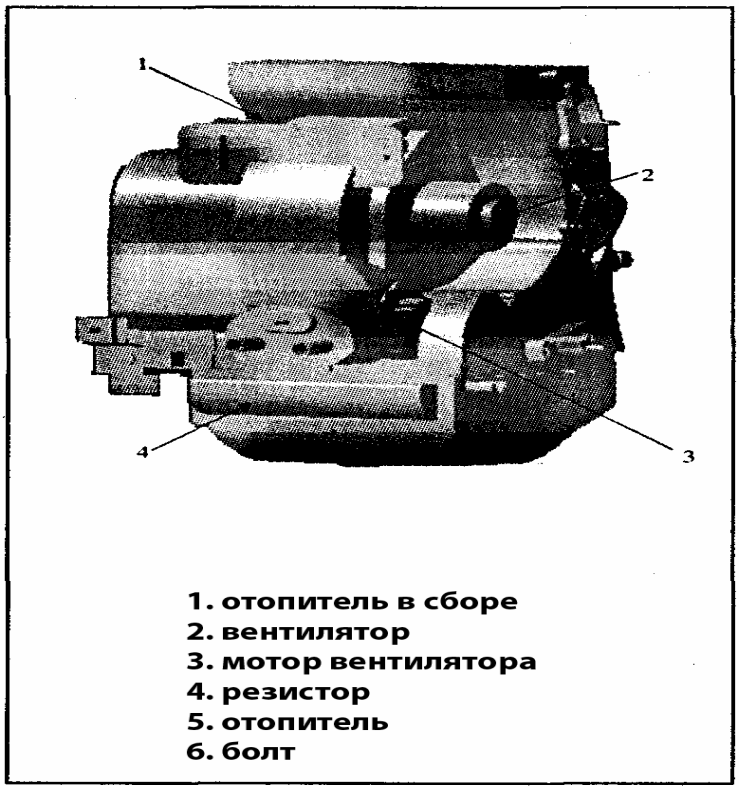

Рис. 795
2) Слейте ОЖ двигателя и отсоедините шланги от отопителя (Рис. 795).